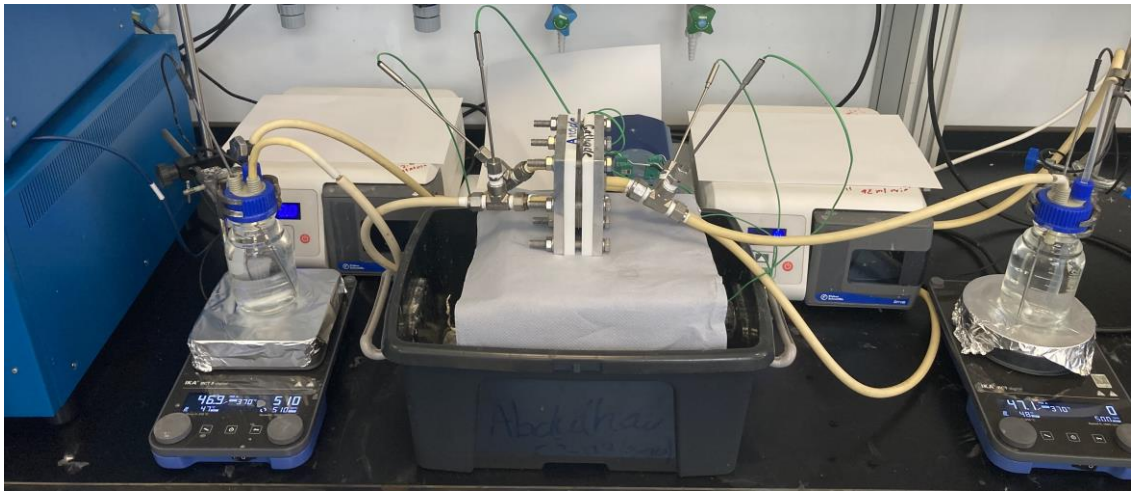

Fig. S1m. The anion exchange membrane water electrolysis setup.
cell, and the other section of tubing should connect to the outlet of the flow cell with its other end being in the electrolyte reservoir (Fig. S1m).
12) Two T-pipe fittings (Stainless steel Swagelok tube fitting, female branch T, 9.53 mm tube outer diameter × 9.53 mm tube outer diameter × 6.35 mm female national pipe thread (NPT)) are attached to the inlet and outlet channels on each side of the flow cell, and a thermocouple is inserted into each of the four T-pipe fittings (Fig. S1m).